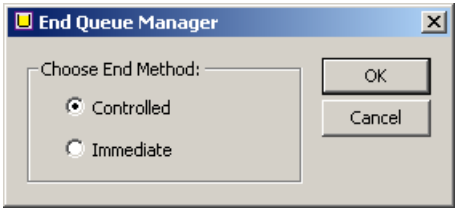

Figure 5-20 End queue manager
8. Shutdown the queue manager to enable us to test the automatic start of our listener and broker. (Right-click the queue manager and select **Stop**.) See Figure 5-20 on page 78